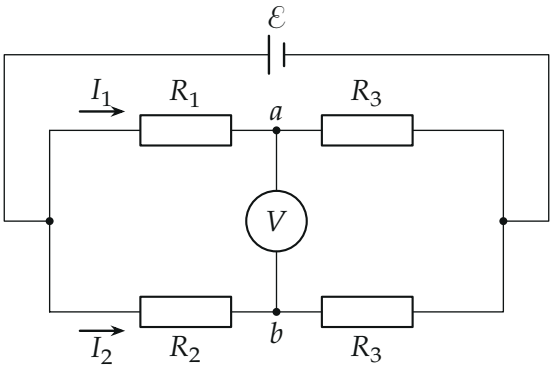

Рис. 6. Мост: две ветви-делителя, вольтметр между их средними точками a и b.
Обозначения. β — угол, под которым резистор виден из центра кривизны C; l_0 — длина резистора без нагрузки; $\Delta R_{1,2} = R_{1,2} - R_0$; a и b — узлы моста, к которым подключён вольтметр (рис. 6).
3.2. Мост. Вольтметр идеален, ток через него не идёт, поэтому верхняя ветвь R_1–R_3 и нижняя R_2–R_3 — два независимых делителя напряжения, к каждому приложено $\mathcal{E}$ (рис. 6). Закон Ома для ветвей: $I_1 = \frac{\mathcal{E}}{R_1 + R_0}$, $I_2 = \frac{\mathcal{E}}{R_2 + R_0}$. Отсчитаем потенциалы от правого узла; тогда потенциалы узлов a и b — напряжения на правых резисторах $R_3 = R_0$,